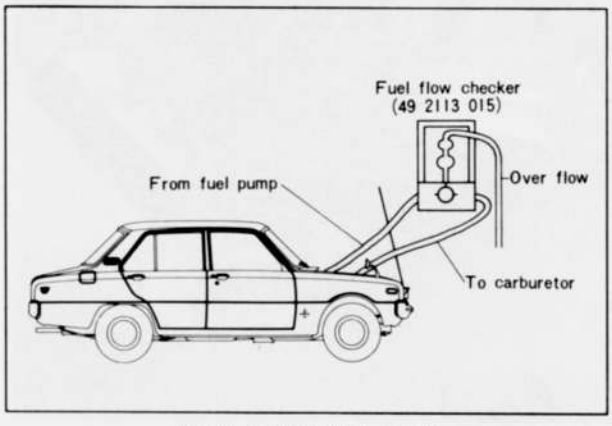

Fig. 4–3 Fuel flow check
2. Set the fuel flow checker (49 2113 015) as shown in Fig. 4–3.